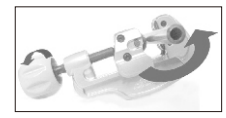

图3
① 当您是左手握管子，右手推动割管器时，右手应向下绕管方向旋转割管器 (图 3)。
② 当您是右手握管子，左手推动割管器时，左手应向上绕管方向旋转割管器。